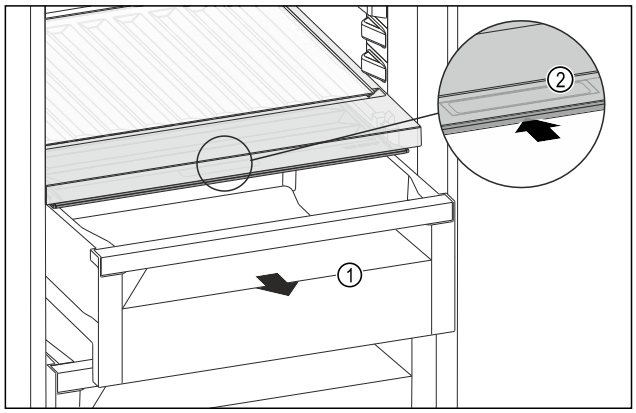

*Fig. 124*
- ▶ Pull out the drawer *Fig. 124 (1)*.
- ▶ Grasp the recessed grip *Fig. 124 (2)* on the compartment lid and push the compartment lid backwards at the same time.